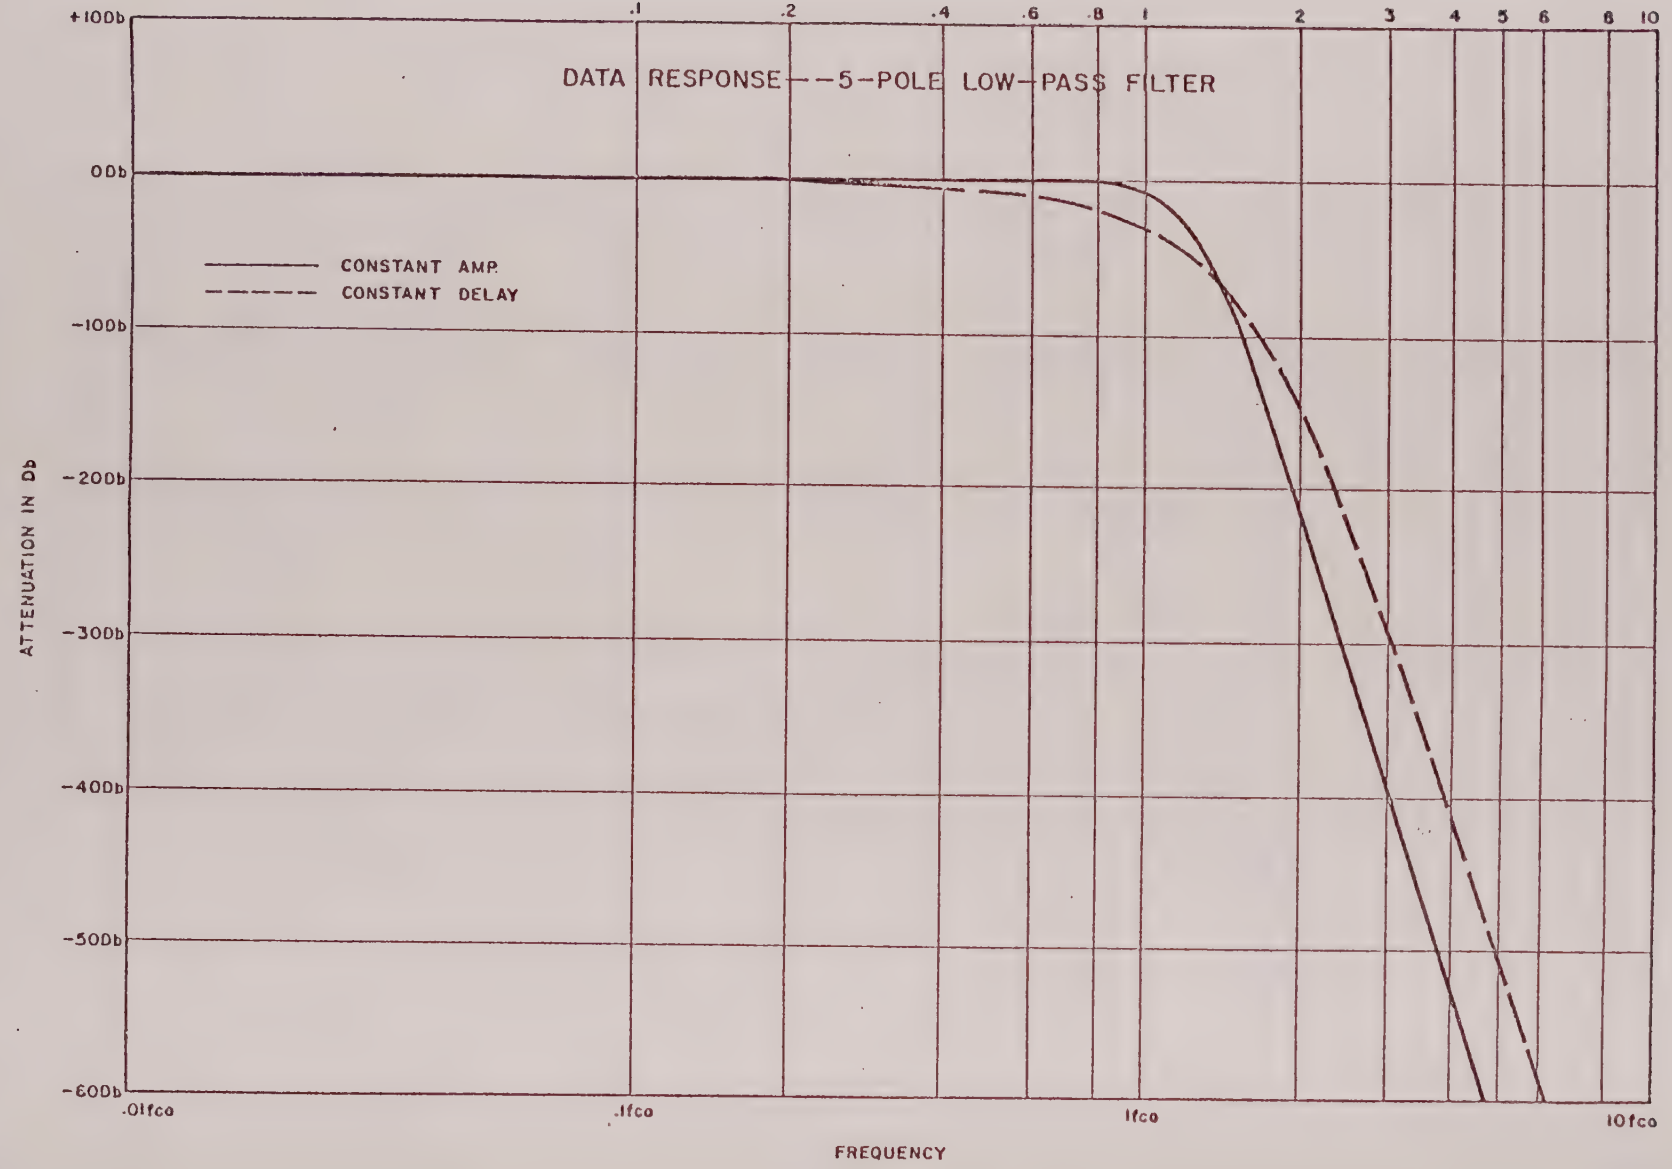

Figure 2-1. Model 4145 Tunable Low-Pass Filter Typical Data Response Curve
l. Data Response: Constant amplitude (CA) or constant dealy (CD) output response characteristics selectable by front panel switch. Cutoff characteristic asymptotically approaches 30 Db/octave beyond cutoff. (Refer to Figures 2-1 and 2-2.)
1. With constant amplitude (CA) response characteristic, attenuation down 0.5 Db ±0.5 Db.
2. With constant delay (CD) response characteristic, attenuation down 3.0 Db ±0.5 Db.